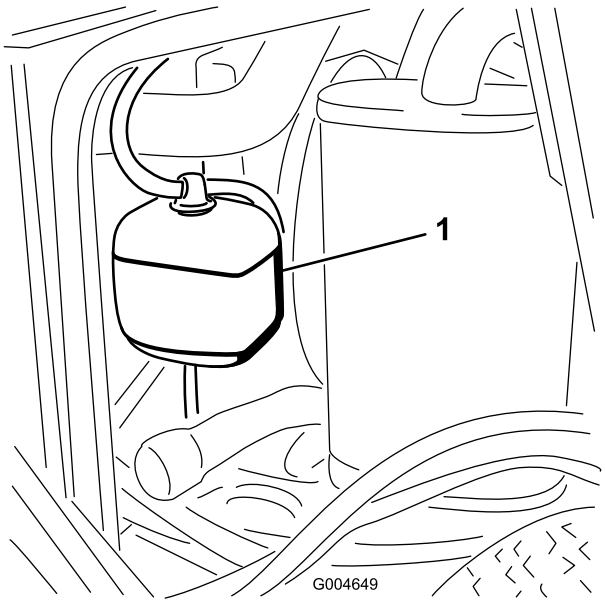

Figur 49
1. Kontrollera kylvätskenivån i expansionstanken (Figur 49). Nivån bör ligga mellan markeringarna på sidan av tanken.